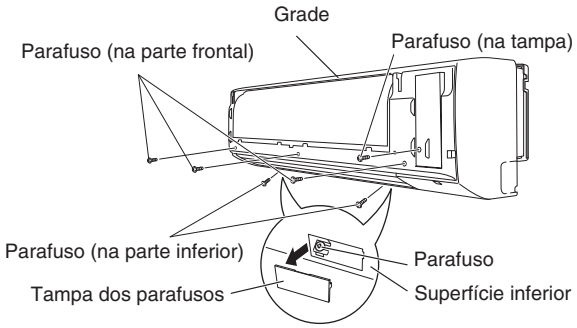

Fig. 3-13
(3) Retire os 3 parafusos da parte frontal da unidade e retire as tampas dos parafusos na superfície inferior. Em seguida, retire os 2 parafusos. (Fig. 3-13)
(4) Retire o parafuso na placa da tampa lateral direita e retire a tampa. (Fig. 3-13)